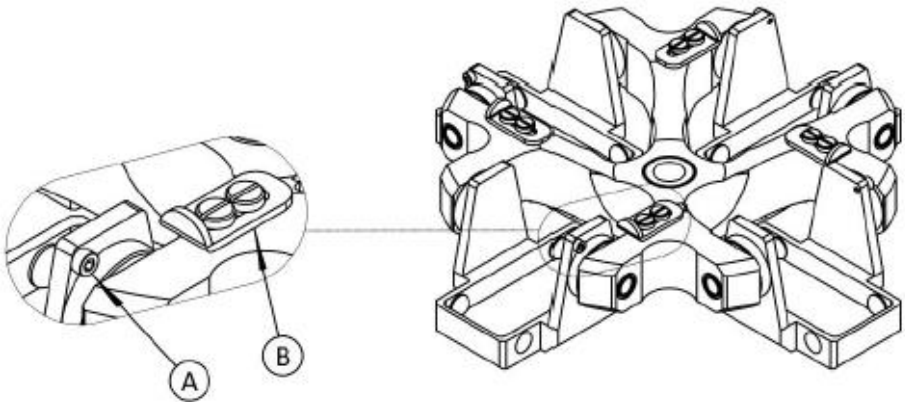

Figura 3. Colocación de los soportes del cito-contendor
Colocar los soportes del cito-contenedor en el rotor tal y como muestra la figura 3, de manera que la pieza cilíndrica (A) que sobresale este situada en la misma línea que la pieza deslizante (B) situada en el brazo del rotor